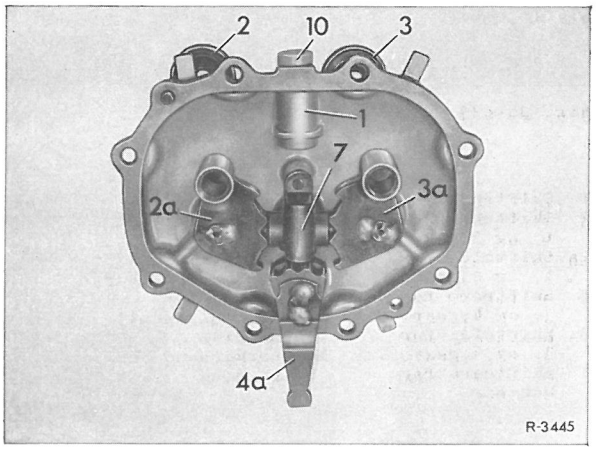

Fig. 26-6/2
3 Skiftelåsene (2a) og (3a) samt skiftefinger (4a) trækkes af på skiftedækslets inderside (fig. 26-6/2).
4 Befæstelsesbolt (8) til låsehuset (7) skrues ud, efter at låseblikket er bøjet op, hvorefter rasteholderen forsigtig trykkes af fikseringsstiften i dækslet og fjernes (fig. 26-6/1 og 2).